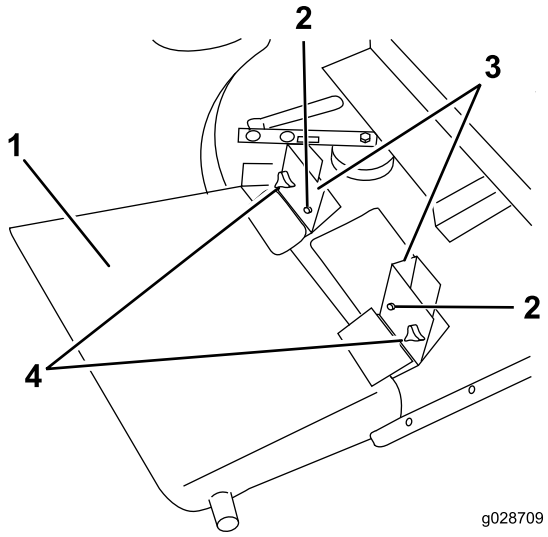

図 20
2. デフレクタとピボットブラケットを整列ボルトに移動して、ノブとワッシャで取り付けブラケットに固定する 図 20。